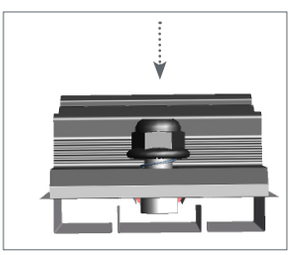

Bild 5.1-4
- Noch nicht festgezogene Schrauben, auch erkennbar an dem Schlitz (Siehe Bild 5.1-4 und 5.1-5)